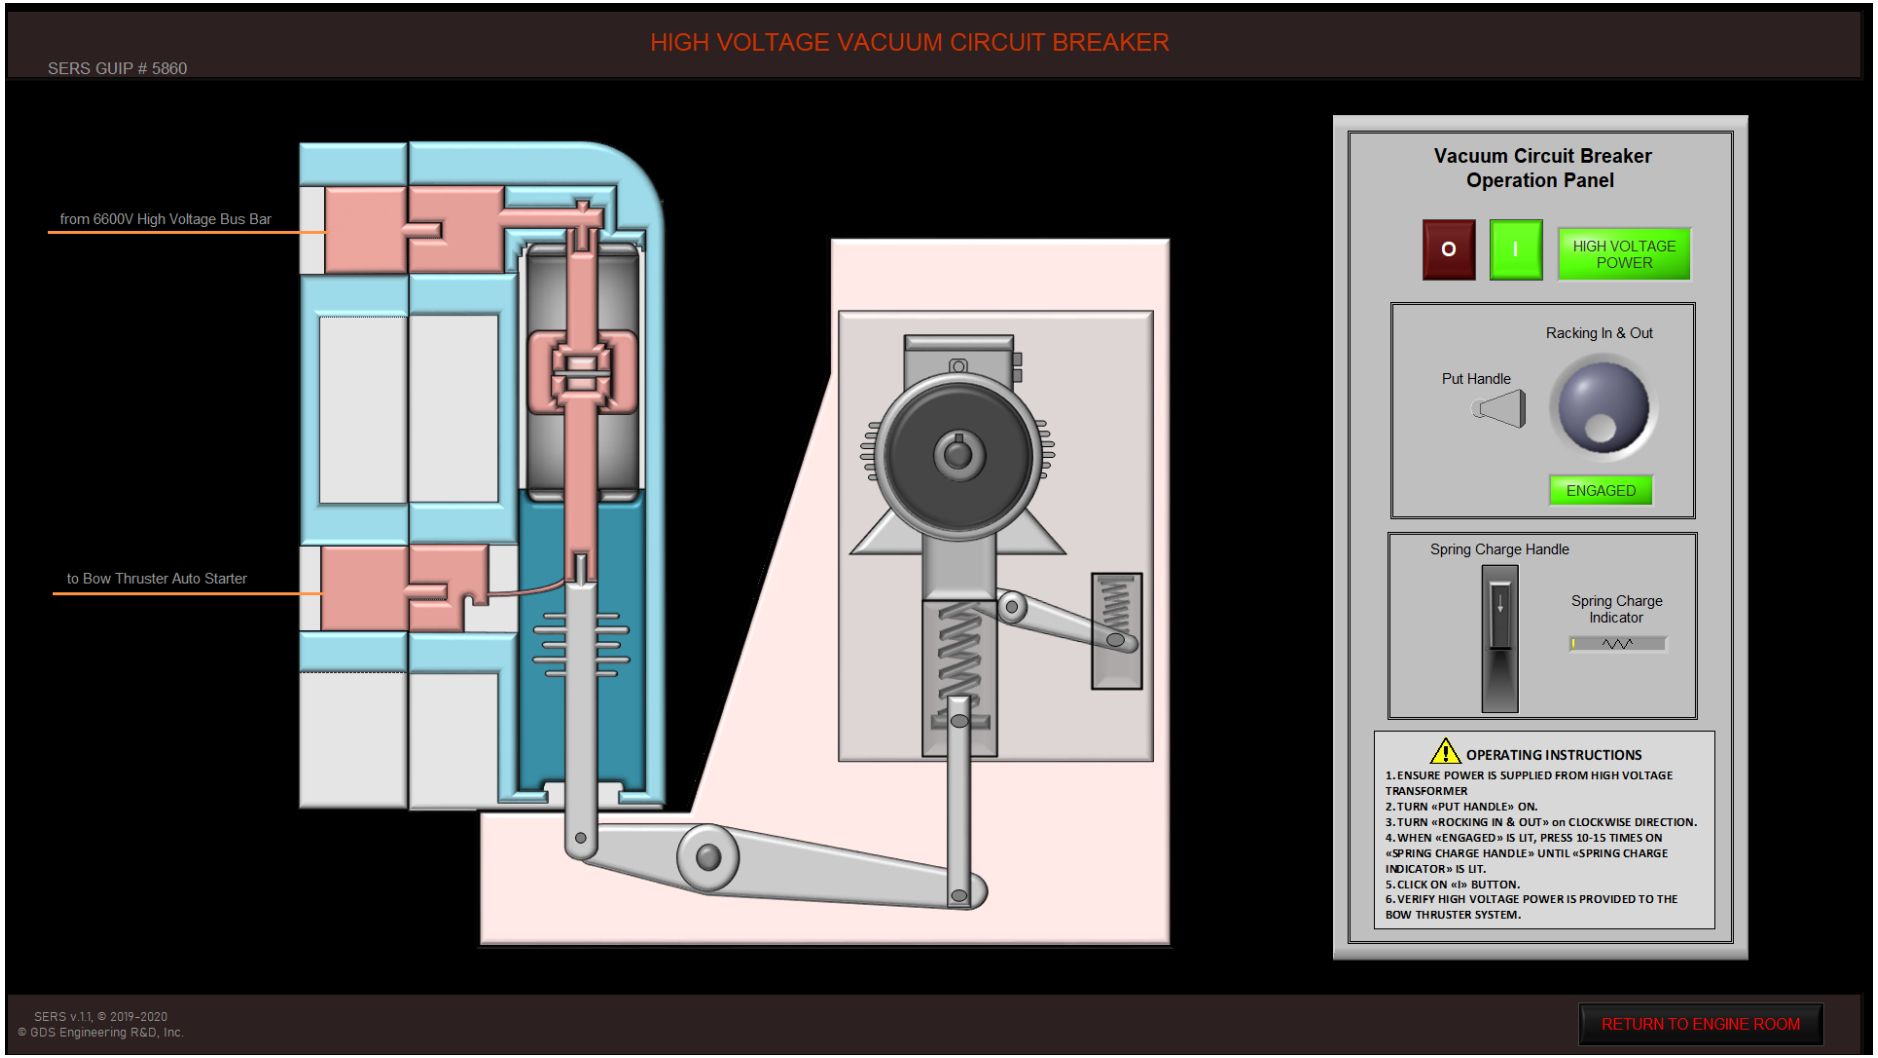

Figure 4.23.4 GUI Panel #5860: Rack is Engaged, VCB it Latched.
- Also verify that VCB is latched and power is provided to the Bow Thruster power lines (**See Figure 4.23.4**).